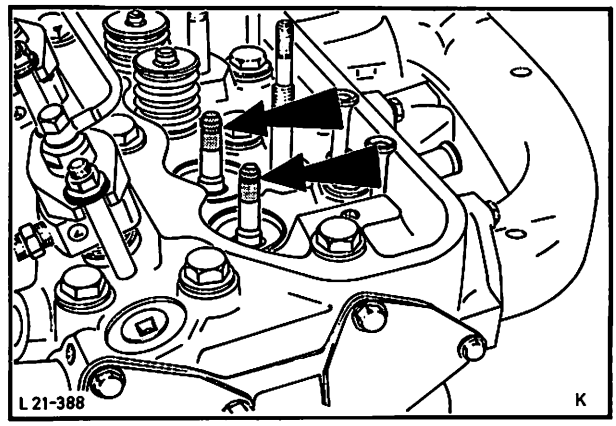

Abb. 144 Ventilkeilnuten mit Klebefolie abkleben
5. Ventil – Keilnuten mit Klebefolie abkleben, Abb. 144. Neuen eingeölten Ölabschirmring aufschieben und Klebefolie von Ventilschaft entfernen.